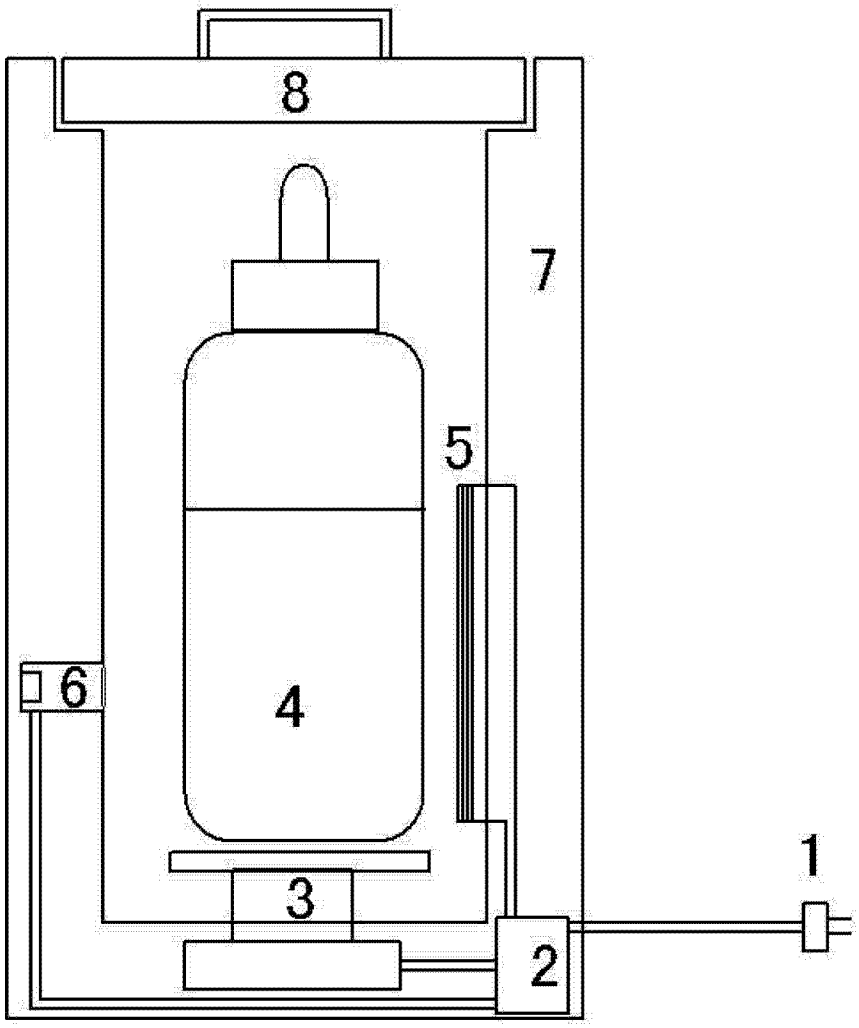

图 1
权利要求书1页 说明书1页 附图1页
[0009] 电源插头 (1)、专用控制器模块 (2)、转盘 (3) 、奶瓶 (4) 、微波加热管 (5) 、红外温度传感器 (6) 、微波炉外壳 (7)、微波炉上盖 (8)；如附图 1 所示。
[0013] 图 1 是本实用新型的结构示意图。
[0017] 请参阅附图 1 所示，电源插头 (1) 将电源接入专用控制器模块 (2)，为微波炉提供能源，专用控制器模块 (2) 安装于微波炉外壳 (7) 的底部，是整个微波炉的控制核心、转盘 (3) 安装于微波炉外壳 (7) 的底部正中，加热奶瓶 (4) 时，整个转盘 (3) 均速转动，以利均匀加热，微波加热管 (5) 安装于微波炉外壳 (7) 的右侧，用于加热奶瓶 (4) 中的液体，红外温度传感器 (6) 安装于微波炉外壳 (7) 的左侧，用于测量奶瓶 (4) 内的液体温度，波炉上盖 (8) 盖在微波炉外壳 (7) 的上面，当需要加热时，打开微波炉上盖 (8)，将奶瓶 (4) 放入到微波炉外壳 (7) 的内部的转盘 (3) 上，专用控制器模块 (2) 为微波加热管 (5) 加电，开始加热，当加热到人体温度 37 度时，停止加热，保温即可。